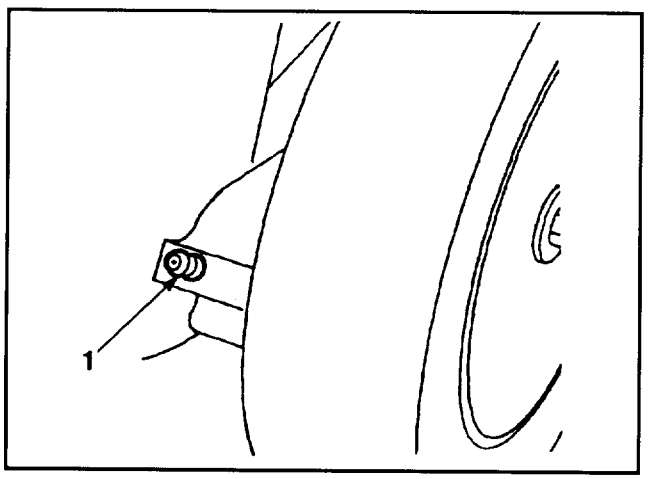

Abbildung 24
2. Hebel der Schnitthöheneinstellung am Hinterrad auf Stufe "2" stellen. Alle Schmiernippel mit einem Lappen sauberwischen (Abb. 24). Eine Fettpresse ansetzen und in jeden Nippel eins bis zwei Hübe Mehrzweckfett #2 auf Lithiumbasis einpressen.